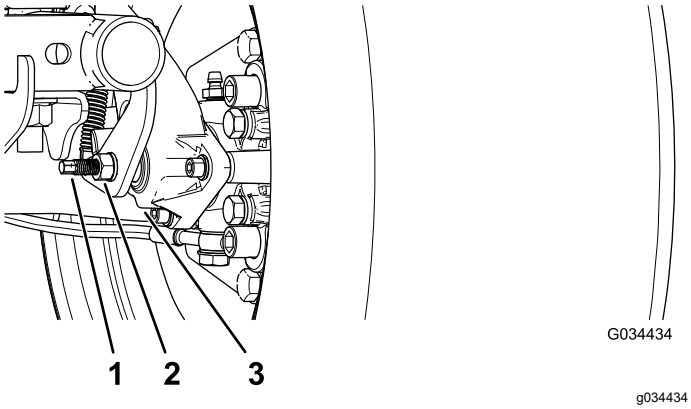

Figur 52
3. Använd två skiftnycklar. Håll justeringsstaven på bromsoket på plats med den ena skiftnyckeln och lossa kontramuttern ett kvarts varv med den andra (Figur 52).
4. Håll justeringsstaven och kontramuttern på plats. Vrid justeringsstaven inåt för att dra åt (Figur 52).
5. När justeringsstaven och kontramuttern sitter på plats lossar du ett kvarts varv (Figur 52).
6. När justeringsstaven och kontramuttern sitter på plats drar du åt kontramuttern (Figur 52).